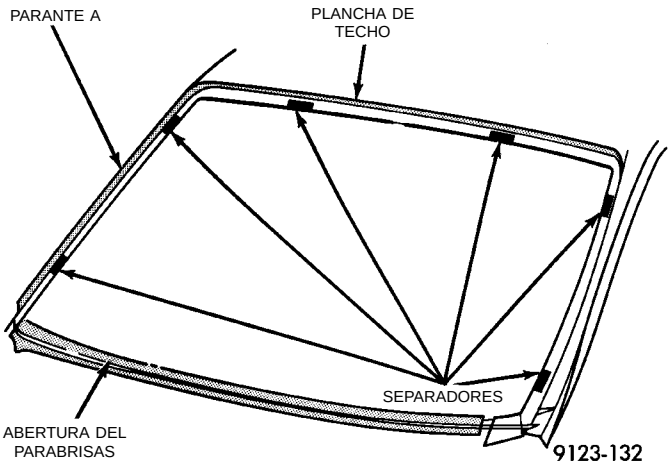
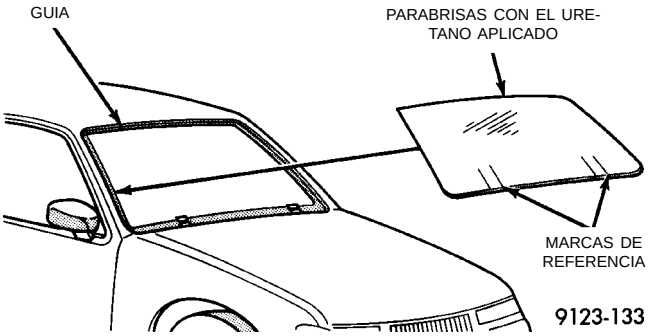

Fig. 5 Emplace los separadores de compresión del uretano
Fig. 6 Baje el parabrisas hasta su posición
(6) Limpie la parte interna del parabrisas con limpiacristales a base de amoníaco y un paño sin pelusas.
(7) Aplique la moldura al perímetro del parabrisas.
(8) Aplique una franja de 25 mm (1 pulgada) de ancho de activador de adhesión Preparado para cristales alrededor del perímetro del parabrisas y restriegue con un trapo limpio y seco sin pelusas hasta que no se visualicen rayas.
(9) Aplique una franja de 25 mm (1 pulgada) de ancho de tapaporos para cristales alrededor del perímetro del parabrisas. Deje secar por lo menos durante tres minutos.
(10) Usando una navaja, retire la mayor cantidad posible del uretano viejo. No dañe la pintura en las guías del parabrisas.
(11) Aplique una franja de 15 mm (0,75 pulgadas) de ancho de tapaporos de doblez alrededor de las guías del parabrisas. Deje secar por lo menos durante tres minutos.
(12) Si se utiliza un adhesivo de uretano de baja viscosidad, instale separadores de compresión sobre la guía alrededor de la abertura del parabrisas (Fig. 5).
(13) Aplique un reborde de 10 mm (0,4 pulgadas) de uretano alrededor del perímetro del parabrisas, a lo largo de todo el interior de las molduras.
(14) Con la ayuda de un asistente, coloque en su posición el parabrisas sobre la abertura. Alinee las marcas de referencia que se encuentran en la parte inferior del parabrisas con los separadores de soporte.
(15) Baje lentamente el cristal a la guía de la abertura del parabrisas. Guíe la moldura a su posición, según sea necesario. Empuje el parabrisas hacia adentro hasta que la moldura esté al ras de la línea del techo y de los parantes A (Fig. 6).
(16) Limpie el exceso de uretano de la parte exterior con Mopar®, Super Clean o un producto equivalente.
(17) Aplique extensiones de 150 mm (6 pulgadas) de cinta adhesiva de pintor de 50 mm (2 pulgadas) a 250 mm (10 pulgadas) de distancia una de otra, para mantener la moldura en su lugar hasta que el uretano solidifique.
(18) Instale la tapa del cubretablero y los limpiaparabrisas.
(19) Instale el espejo retrovisor interno.
(20) Una vez que el uretano haya solidificado, retire las tiras de cinta y realice la prueba de estanqueidad para verificar la reparación.